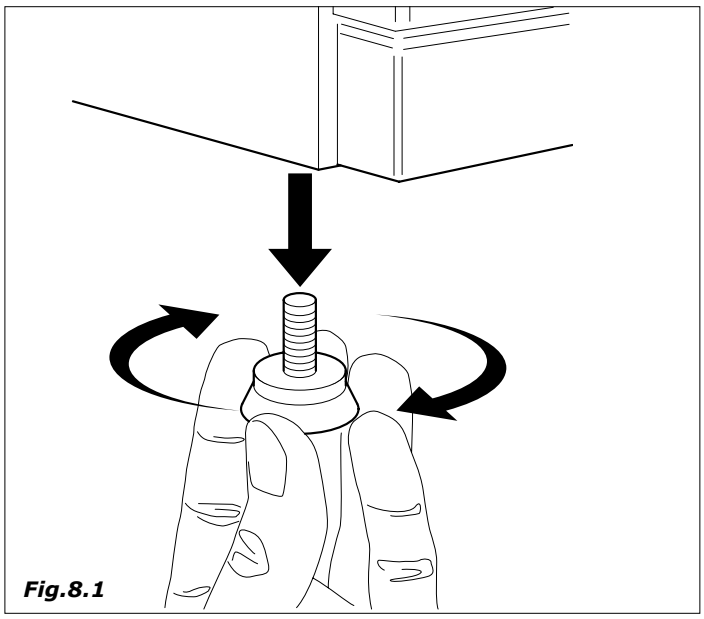

Fig.8.1
- tirar os 4 pezinhos montados sobre o modelo de mesa (*Fig.8.1*)